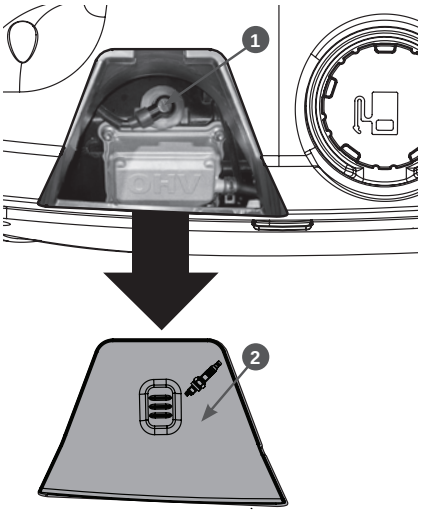

Рис. 17. Снятие лючка доступа к свече зажигания
1. Снимите лючок 2 доступа к свече зажигания (Рис. 17).
2. Снимите со свечи зажигания колпачок 1 высоковольтного провода (Рис. 17).